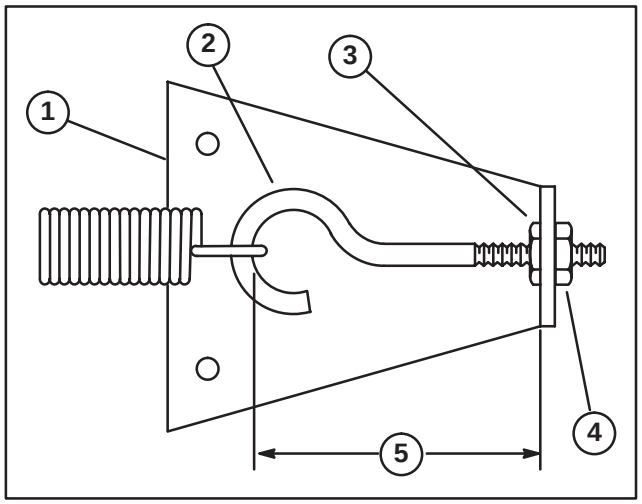

Figure 64
4. Rotate, clockwise, until distance between inside of eye bolt loop and inside of spring anchor plate is shortened 1/8 inch (3 mm), as shown in figure 64. Tighten hex nut.